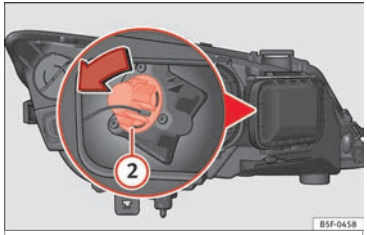

Fig. 107 Lámpara de luz intermitente.
– Gire el portalámparas ››› fig. 107 (2) a la izquierda y tire.